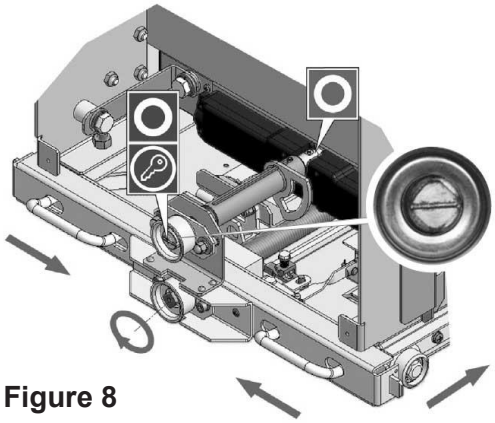
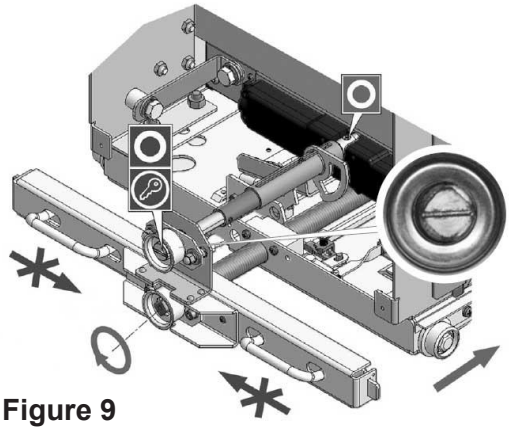

Figure 8
Figure 9
- Lorsque la tête carrée de verrouillage est en position verrouillée (figure 8, figure 9) le système de verrouillage est en position « Verrouillée »
Position A - **Figure 8**
Position B - **Figure 9**